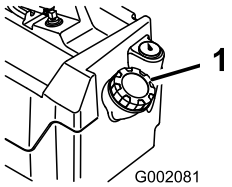

Figuur 21
2. Maak de omgeving van de dop van de brandstoftank schoon (Figuur 21).